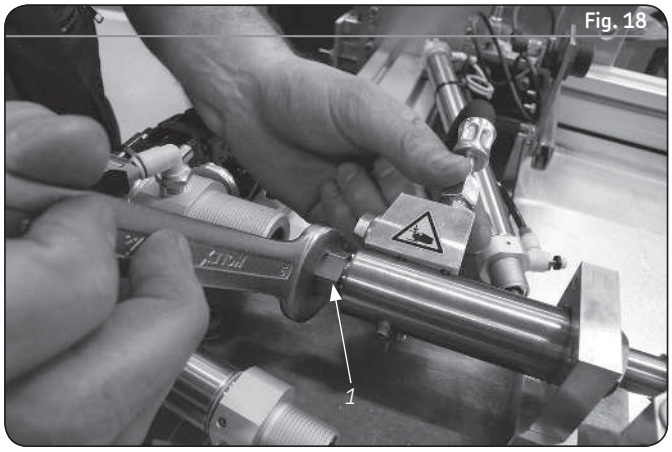

Fig. 18
- Afloje la tuerca de apriete con una llave plana (H.19) (**→ 1 fig. 18**) manteniendo el inyector y separe el gato del inyector.